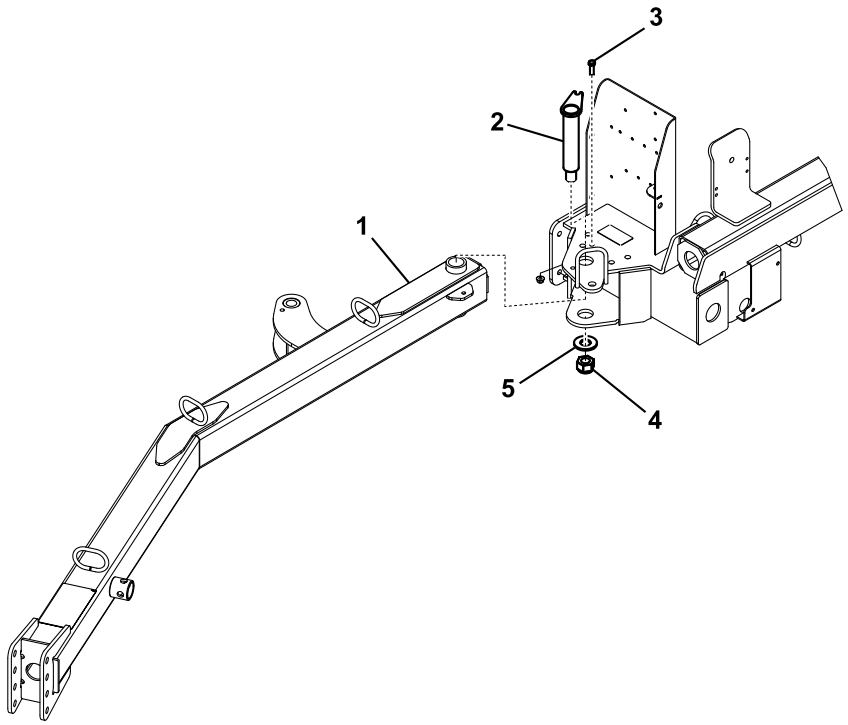

Figuur 3
1. Steek het achterste uiteinde van de trekhaakkoppeling tussen de bevestigingsplaatjes op de pluggenruimer en zorg hierbij ervoor dat de montageopeningen in een lijn staan (Figuur 3).
2. Steek de koppelpen door de bevestigingsplaatjes en de trekhaakkoppeling (Figuur 3).
3. Zet de bovenkant van de koppelpen vast met een bout van 3/8 x 1-1/4 inch en een borgmoer van 3/8 inch (Figuur 3).
4. Zet de onderkant van de koppelpen vast met een grote ring, een grote moer en een stelschroef met vierkante kop (Figuur 3).